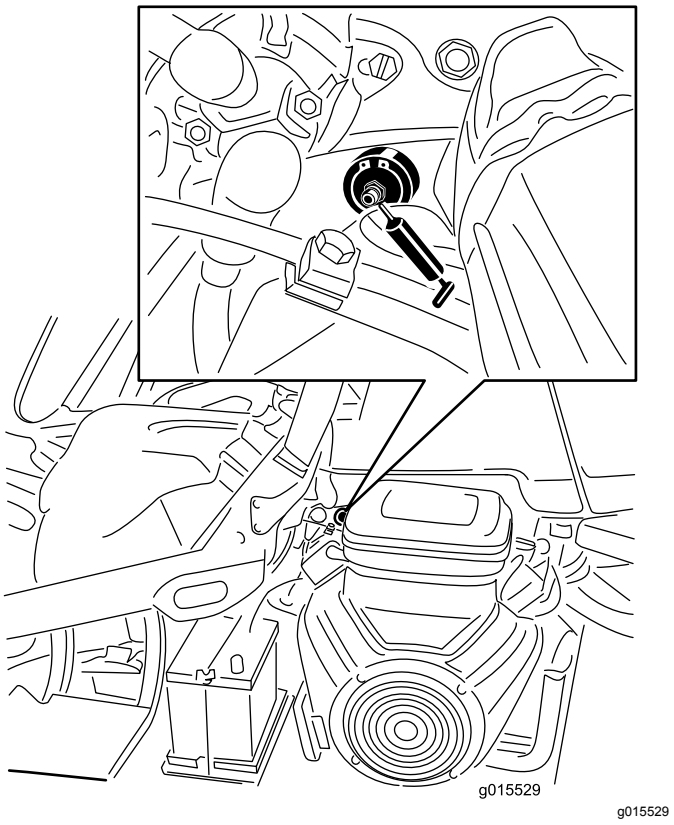

**Rysunek 28**
1. Wytrzyj smarowniczkę do czysta, tak aby do łożyska ani tulei nie dostały się zanieczyszczenia (Rysunek 28).